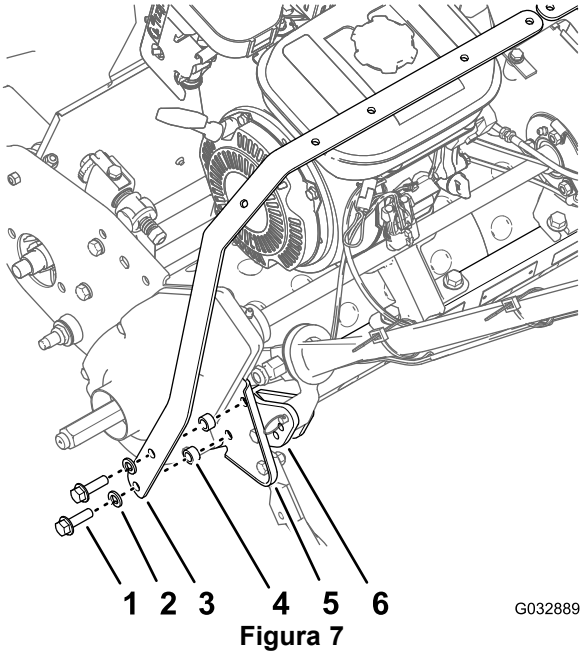

Figura 7
9. Monte el soporte izquierdo de la barra de luces y la placa lateral izquierda a la zapata externa del bastidor trasero (Figura 7) con los dos pernos con arandela prensada (3/8" x 1¼") y las dos arandelas de freno (3/8", que retiró en el paso 6).